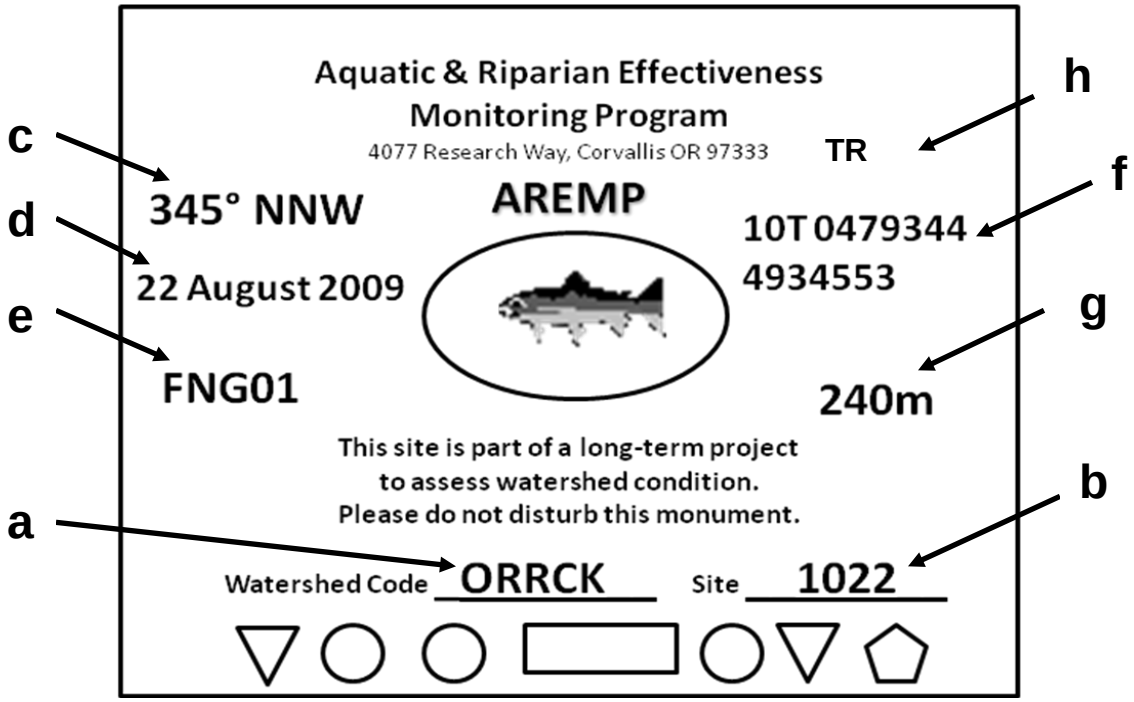

**Figure 1.** Schematic of site marker with required information filled out.
5. Record the following information on the site marker in permanent pen (Figure 1);